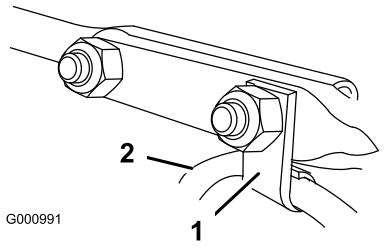

Figur 11
6. Montera kabelklämman, som stödjer strålriktarkabeln, på den främre vagnsbulten, och fäst vagnsbultarna med låsmuttrar från påsen med lösa delar (Figur 11).